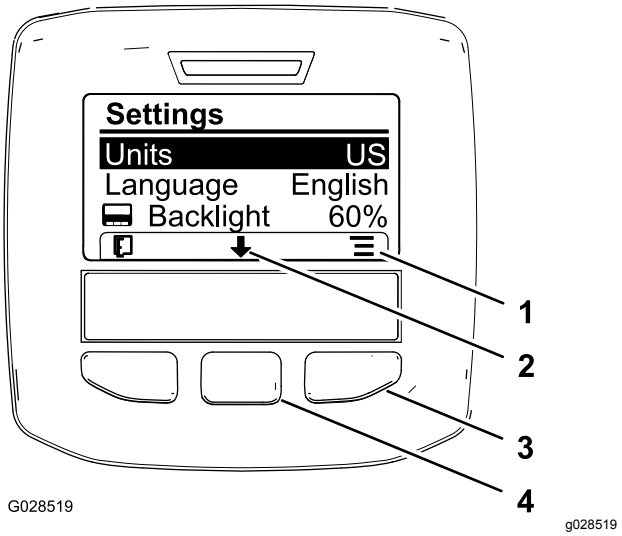

**Rysunek 21**
2. Aby zmienić jednostkę miar, naciśnij prawy przycisk wyboru (Rysunek 21).
- **Metryczne (SI):** km/h, litry, hektary
3. Aby zmienić język wyświetlacza, naciskaj środkowy przycisk wyboru (przycisk poniżej ikony strzałki w dół na wyświetlaczu), aż wybrana zostanie opcja Language (Język) (Rysunek 21).
4. Naciśnij prawy przycisk wyboru (przycisk poniżej ikony listy na wyświetlaczu), aby podświetlić jeden z języków na liście i wybrać język używany na wyświetlaczu (Rysunek 21).
6. Naciśnij lewy przycisk wyboru, aby powrócić do ekranu głównego (Rysunek 21).